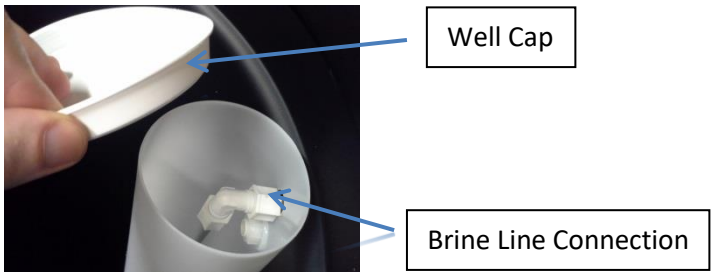

Figure 11: Brine Well Picture
J. Tighten the control valve onto the tank to the point that it is snug. The finished tank is shown in Figure 11.